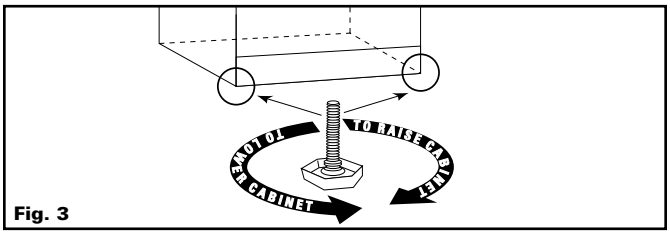

Fig. 3
- To prevent the refrigerator from rolling, use the leveling/lock screws. Turning down both leveling screws locks the cabinet into place (see fig. 3).
- Adjust the leveling/lock screws beneath each front corner at the base of the cabinet. Turn these leveling/lock screws clockwise to raise a cabinet corner and counterclockwise to lower a cabinet corner (see fig. 3).